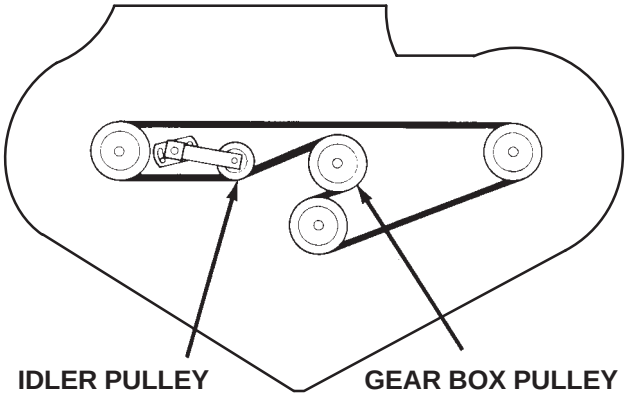

Figure 35
5. Install the new belt around the gear box pulley, spindle pulleys, stationary idler pulley, and adjustable idler pulley (Fig. 35).